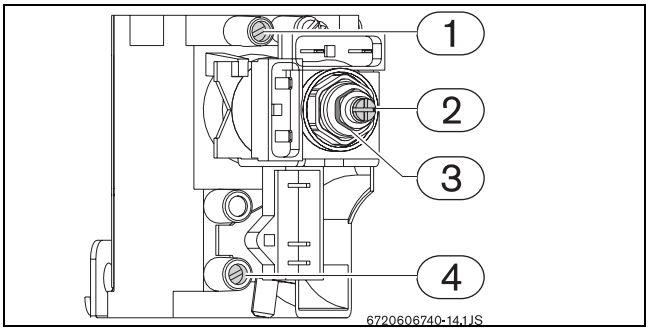

Рис. 17 Штуцери вимірювання тиску газу
- За допомогою регулювальної гайки (Рис. 17, елемент 3) відрегулювати тиск відповідно до параметрів у Таб. 8.
- За допомогою регулювального гвинта (Рис. 17, ел. 2) відрегулювати тиск відповідно до параметрів у таблиці 8.